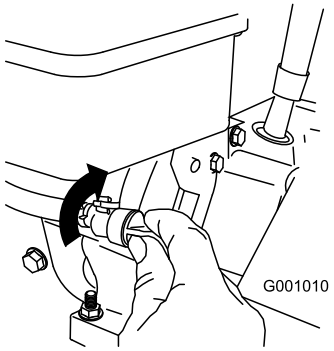

Figur 26
3. Steng drivstoffavstengningsventilen ved å rotere den med klokken (Figur 26).